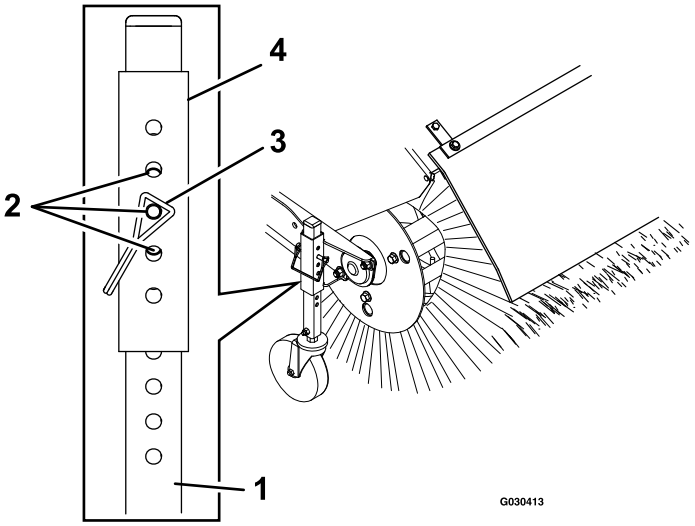

Figur 17
5. För att justera borstens höjd tar du bort tappen från svänghjulets justeringsplåt och rör (Figur 17). Spara tappen.
7. För att finjustera borstens höjd i steg om 3 mm skjuter du justeringsplåten ett hål upp eller ner på svänghjulets rör (Figur 17). Upprepa steg 5–7 för det andra svänghjulet.